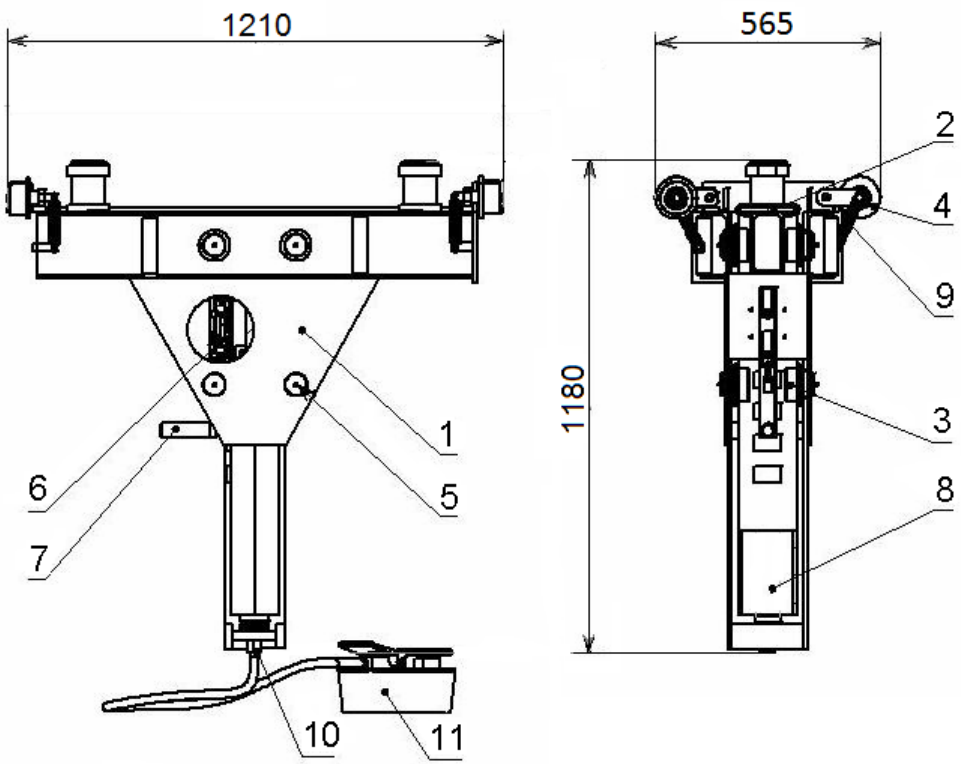

Рис. 1
4.1. Подъемник ПНК-16 (см. Рис.1) состоит из рамы 1, перемещающейся вдоль канавы на подпружиненных роликах 4, траверсы 2 перемещающейся вертикально в направляющих роликах 3.